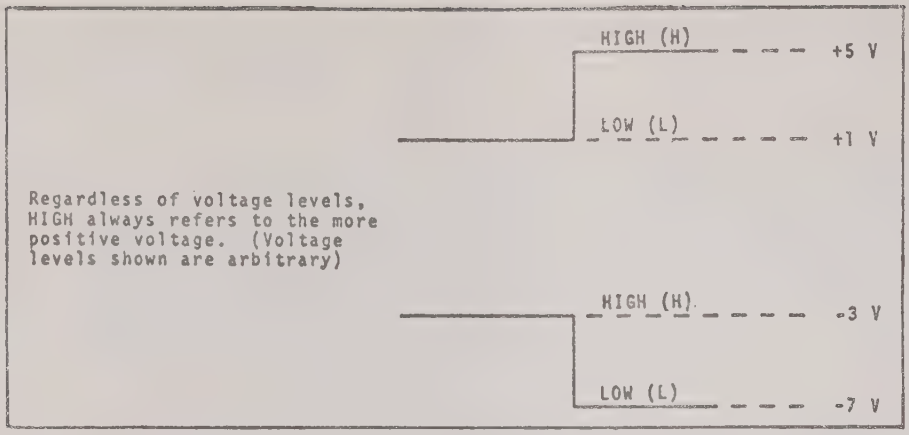

FIGURE 5.2 DEFINITION OF LOGIC LEVELS
Since most of the integrated circuit modules used in this instrument are DTL/TTL compatible, most signal levels are 0.0V to 0.3V LOW (L) and +2.4V to 5.0V HIGH (H) (see Figure 5.2).